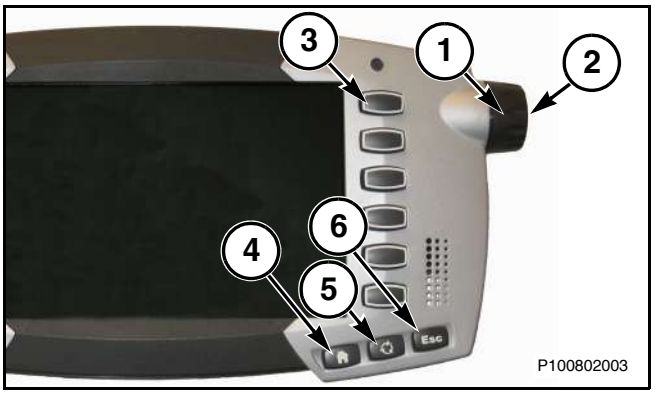

Рис. 55
Рис. 55: Виртуальный терминал отображает информацию о работе машины на консоли дисплея. Навигация по выбранным окнам осуществляется с помощью колес прокрутки (1) и (2) на терминале. Кнопки (3) используются для выбора ярлыков внутри окон. Кнопка возврата (4) используется для возврата в главное меню. Кнопка выбора (5) позволяет перемещаться назад и вперед между рабочими группами. Кнопка выхода (6) возвращает на одно окно назад.